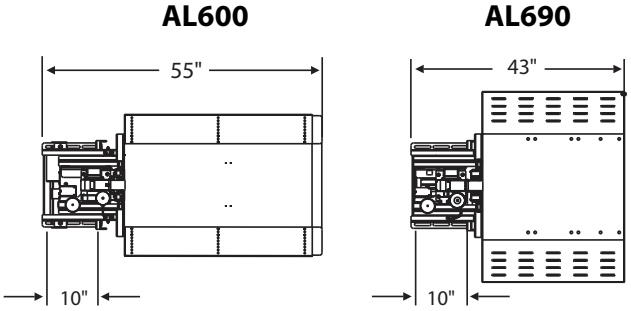

Figure 10-1
2. **Remove Seating & Determine Lift Placement.** Remove seating. For AL600 (page 14) this is usually the third row; for AL690 (page 22), second row. Determine mounting range by climbing inside cargo area and closing access door. Measure from inside the door threshold to determine the lift's fully-stowed placement. For the AL600, measure to 43"; for AL690, measure to 55." *[Figure 10-1*]